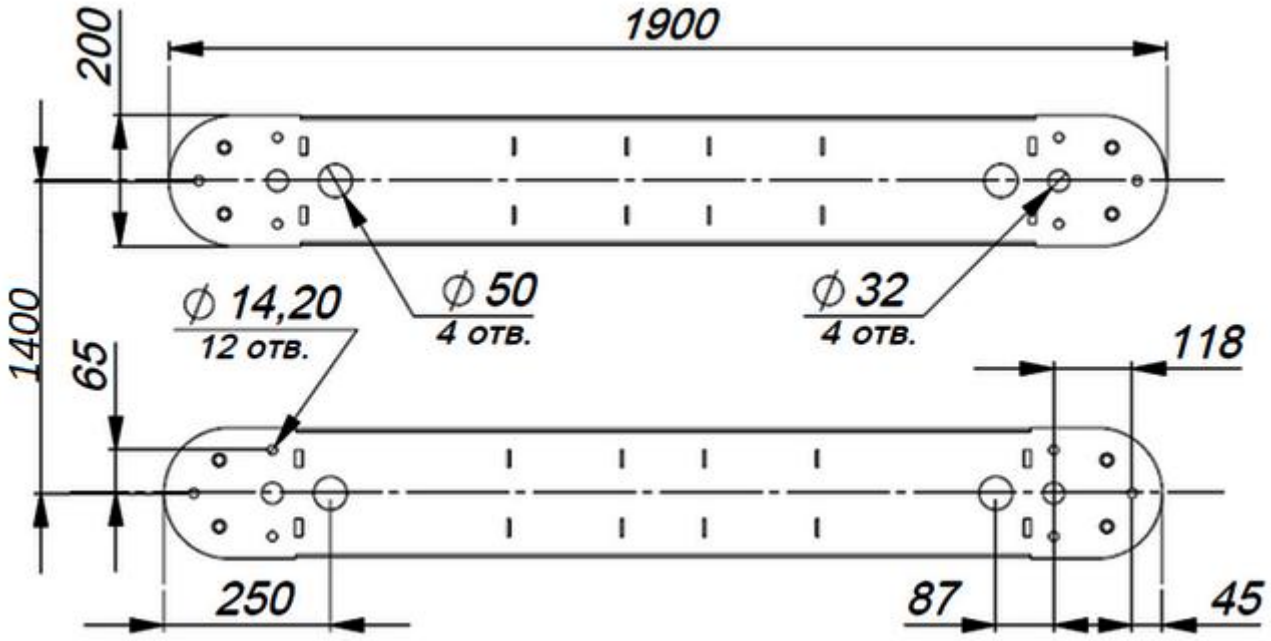

Рисунок 2 – Установочные размеры площадки турникета при ширине прохода 1200 мм
4.2.4 Рисунок 2 – подводку кабелей производить через отверстие диаметром 50 мм в нижних плитах модулей турникета.